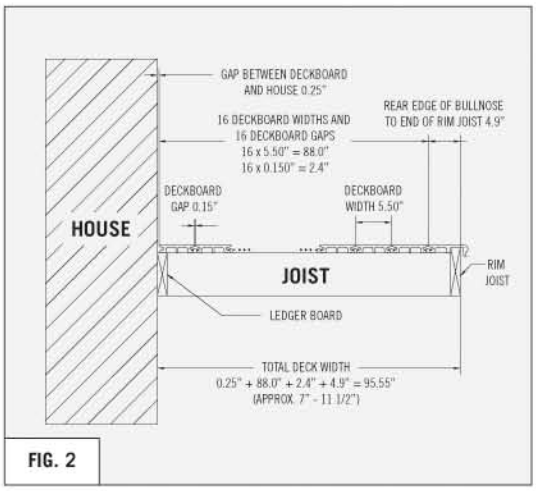

FIG. 2
- Use **Fig. 2** and the example calculations to estimate your deck width to fit an even number of deck boards. This example shows a calculation for an 8' deck. This calculation should only be used as a guideline to build your deck substructure, as slight variations in installation (and deck board gaps) may cause the predicted measurement to be slightly off the actual installation.